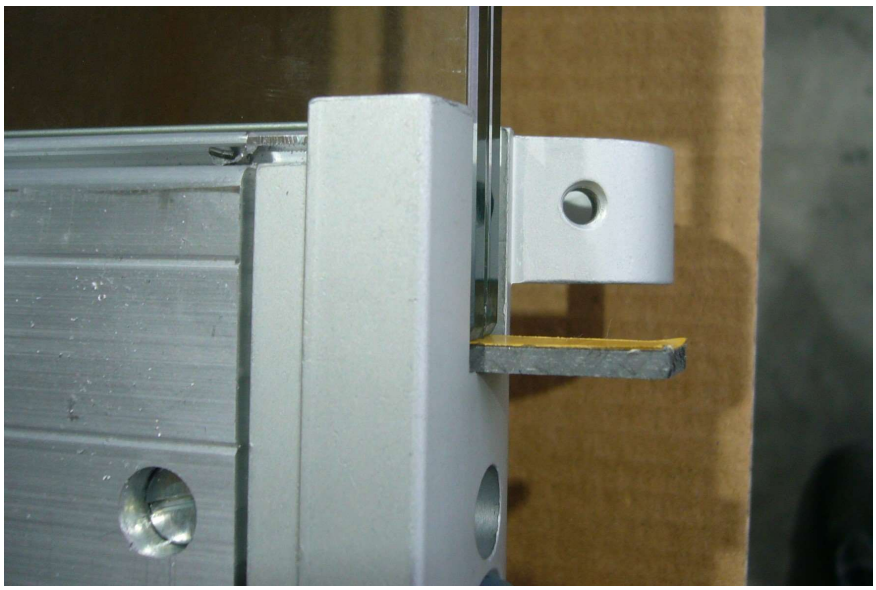

Abbildung 16
- Zur Überprüfung werden beide Gelenkbandhälften links und rechts an das Klemmprofil gehalten, hiermit wird auch eine optische Einstellung/ Kontrolle vorgenommen (Abbildung 16)
- Zur Überprüfung der Montageposition, wird auf der Gegenseite eine Gelenkbandhälfte an den Grundkörper gehalten und eine optische Überprüfung durchgeführt; dieses sollte (wie bei der Montage ohne Kantenschutzprofil) jetzt mit der senkrechten Glaskante bündig sein (siehe Abbildung 16)